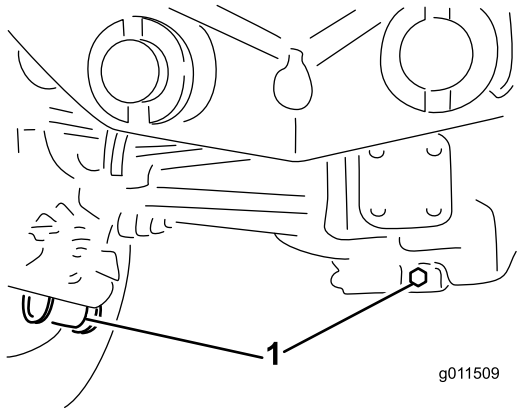

Figur 64
2. Gör rent runt de tre avtappningspluggarna; en på varje ände och en i mitten (Figur 64).